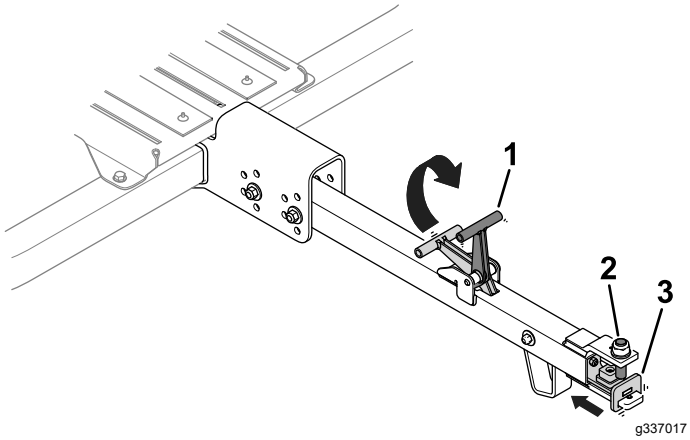

**Figuur 26**
1. Til de handgreep van de koppelinrichting op (Figuur 26).